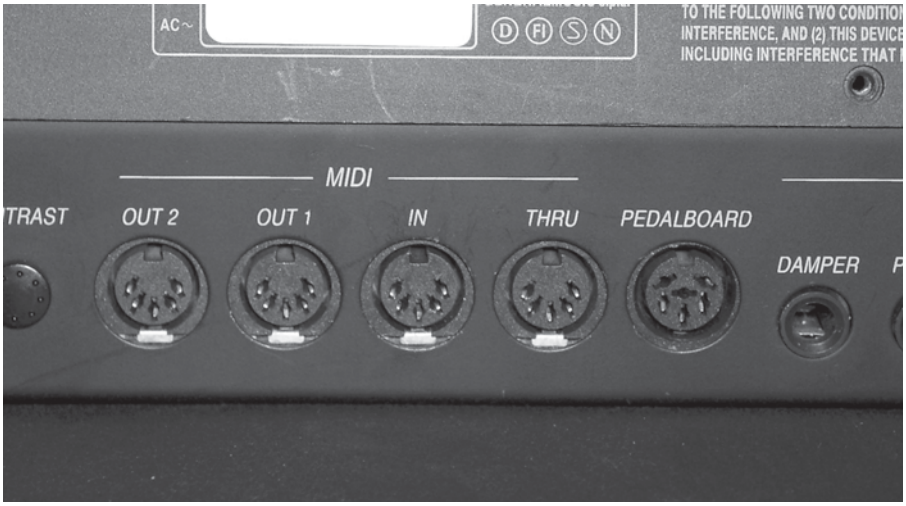

**Figura 2** *Il pannello posteriore con i classici connettori MIDI. In questo caso, la tastiera dispone di due uscite indipendenti (out1 e out2).*
da poter essere gestiti da un normale microprocessore. Il sonar è dotato di una sensibilità sufficiente a rilevare un ostacolo del diametro di 3 cm ad una distanza di 2 metri. Tutte le connessioni esterne sono compatibili TTL, come visibile in **figura 2**. Il sonar può essere alimentato con una tensione continua a 5 volt tramite i pin "+5V" e "GND" con un assorbimento massimo di 50mA. Al terminale "Ingresso Trigger Pulse" dobbiamo invece applicare un impulso positivo, di durata pari a 10uS, così da generare un treno di impulsi ad ultrasuoni (burst) verso l'ostacolo da rilevare. La capsula ricevente rileva l'eventuale eco di ritorno e, sul terminale "Uscita Echo Pulse", viene generato un impulso positivo di durata proporzionale alla distanza dell'ostacolo dal sensore. Le temporizzazioni dei segnali in ingresso ed in uscita al sensore sono indicate in **figura 3**. Misurando l'impulso di ritorno è possibile risalire alla distanza dell'oggetto. Per ogni centimetro di distanza corrisponde una durata del segnale d'eco di circa 54uS.
*Pin-out del sonar SFR04* **Figura 2**
*Finestra per la cancellazione dell'indirizzo IP.* **Figura 2**